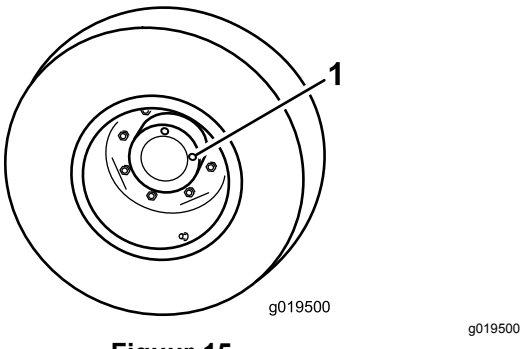

Figuur 15
1. Plaats de machine op een egale ondergrond en zet het wiel zodanig dat één controleplug (Figuur 15) zich bovenaan bevindt, en de andere rechts.
1. Controle-/aftapplug (2)
2. Verwijder de rechtse controleplug (Figuur 15). De olie zou tot de onderkant van de opening van de controleplug moeten reiken.